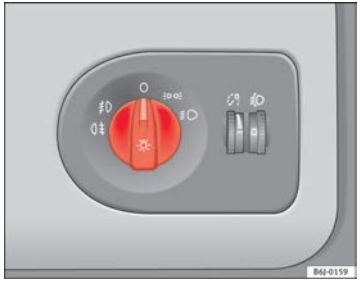

Fig. 49 Detailed view of the dash panel: lights, fog lights and rear fog light switch
– Turn the light switch ⇒ fig. 49 to position ≣D.